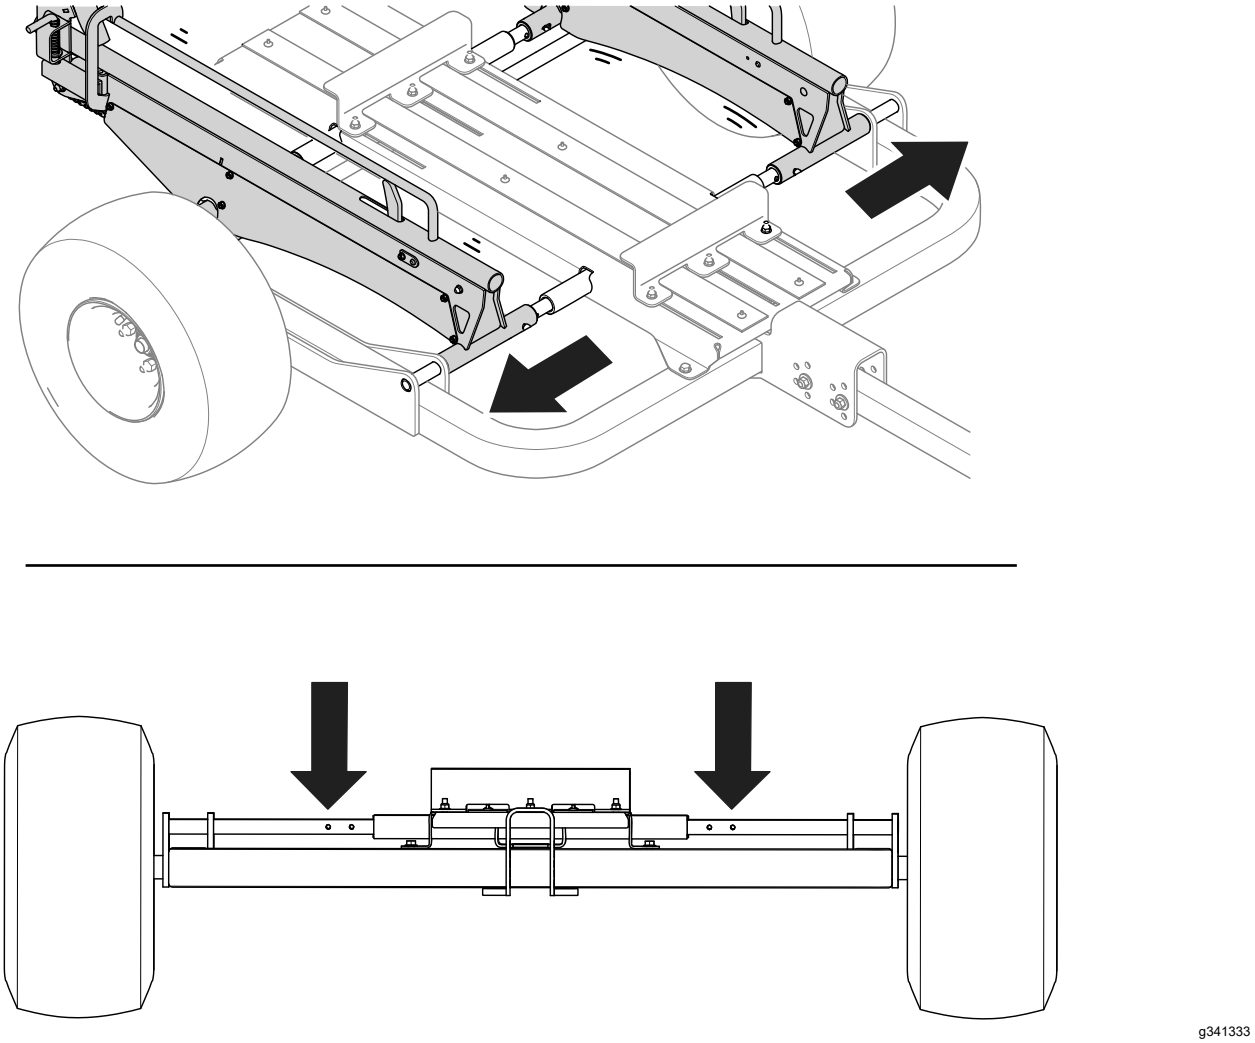

Figur 25
- Konfigurera släpet för gräsklippare på 53 cm: Använd stiften för att fästa skenorna vid de yttre hålen (Figur 25).